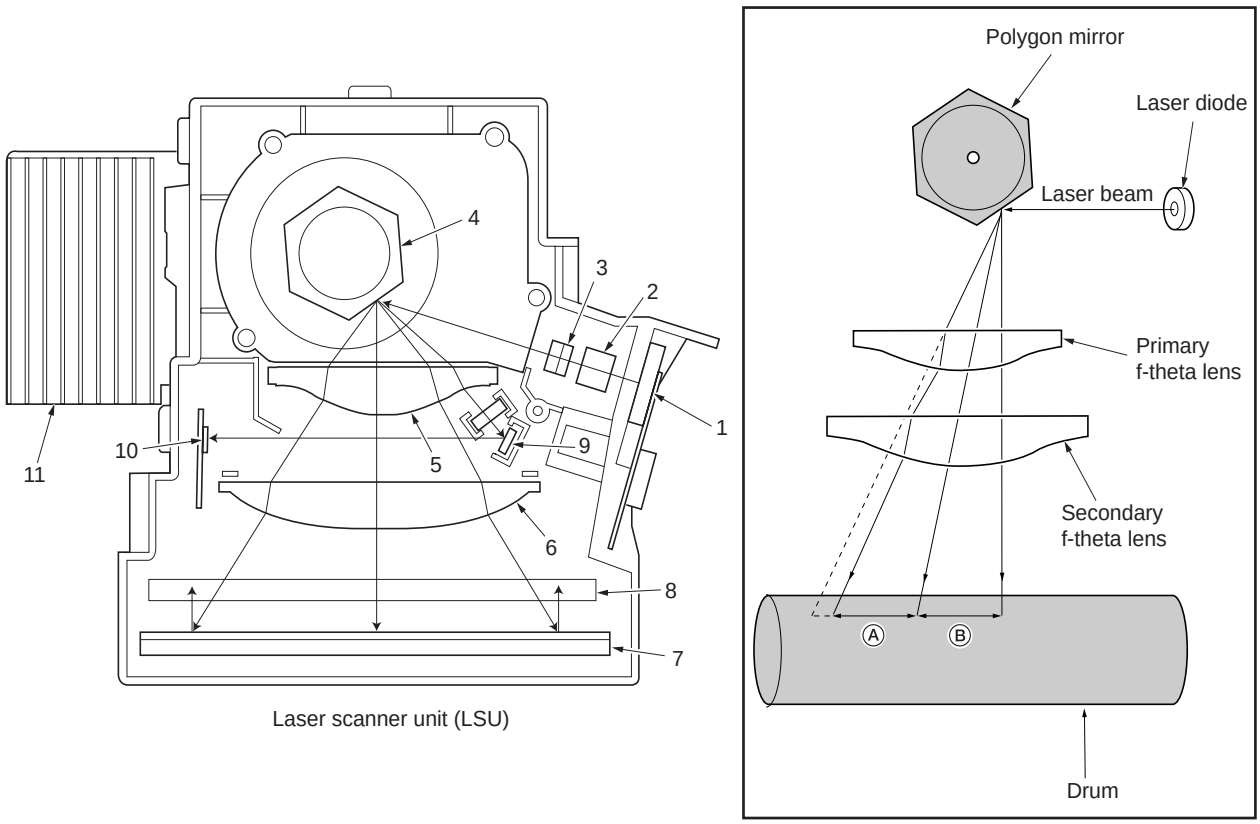

Figure 2-1-11 Laser scanner unit
5. Primary f-theta lens ..... See figure 2-1-11 above.
6. Secondary f-theta lens ..... The primary (above) and secondary f-theta lenses equalize focusing distortion on the area on the drum closer to the edge. The effective length of line (A, B in the figure below) the laser beam draws on the drum becomes longer as the laser beam hits closer to the drum edge. In the figure 2-1-11 above, distances represented by A and B are not the same (A > B) until the f-theta lenses are provided between the polygon mirror and the drum (A = B).
9. Sensor mirror ..... Bends the very first shot of a laser scan towards the pin photo sensor (See figure 2-1-11).